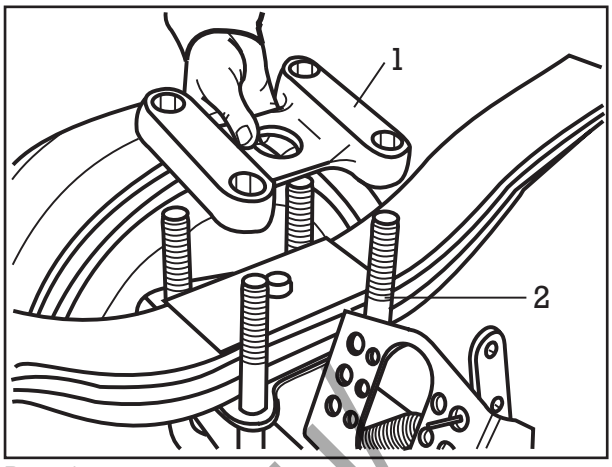

Рис. 1
(1) Демонтировать ось с листовой рессорой, см. раздел 4, операции 1 - 12.
(2) Отвинтить двойные гайки или стопорные гайки с стремянок рессор. Снять пластину крепления рессор (рис. 1/1) и вытянуть стремянки рессор (рис. 1/2).
(3) Снять листовые рессоры с оси.